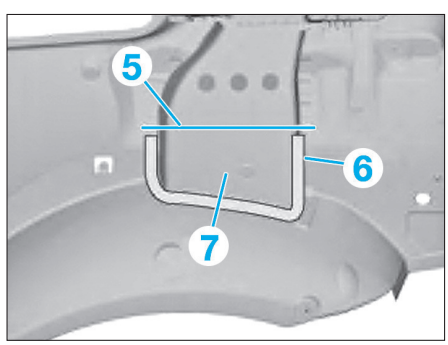

FIG. 35
• Sur la pièce neuve, tracer la ligne de coupe en (5) **(Fig.35)**.